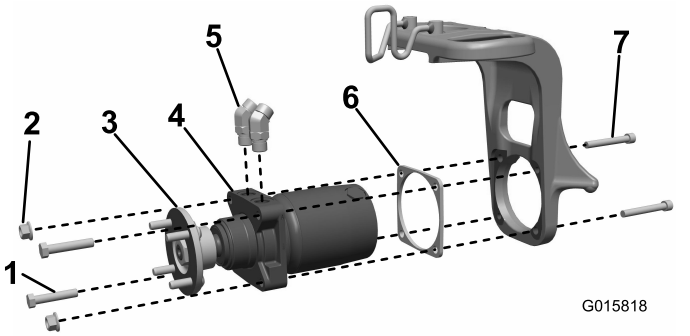

Figur 3
1. Monter 45-graders hydraulikkoblingene på hjulmotoren, og rett dem inn omtrent som vist i Figur 3. La koblingene være løse.
- **For maskiner med styregaffel med to gjengede hull og to gjennomgående hull der hjulmotoren monteres til styregaffelen:** Monter hjulmotorenheten og mellomleggsplaten til styregaffelen (plasser mellomlegget mellom motoren og styregaffelen) og fest den med to skruer med sylinderhode (½ x 3¾ tommer), to bolter (½ x 2½ tommer) og to låsemuttere (Figur 3).